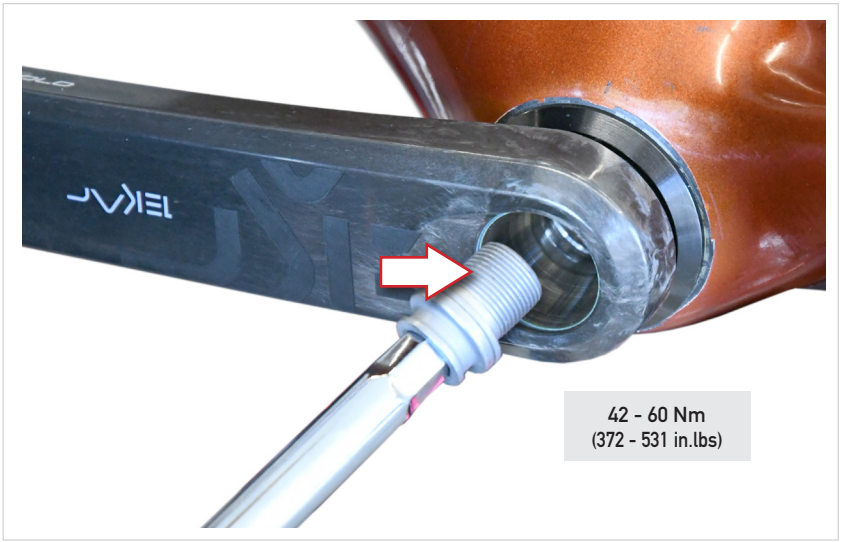

Fig.6
• Tenez avec une main la manivelle gauche dans la bonne position, vissez manuellement la vis de fixation (Fig. 6) jusqu'à la connexion des demi-axes, utilisez ensuite une clé dynamométrique (à l'embout hexagonal de 10) et serrez à un couple de **42 Nm - 60 Nm (372 in.lbs - 531 in.lbs)** (Fig. 6).